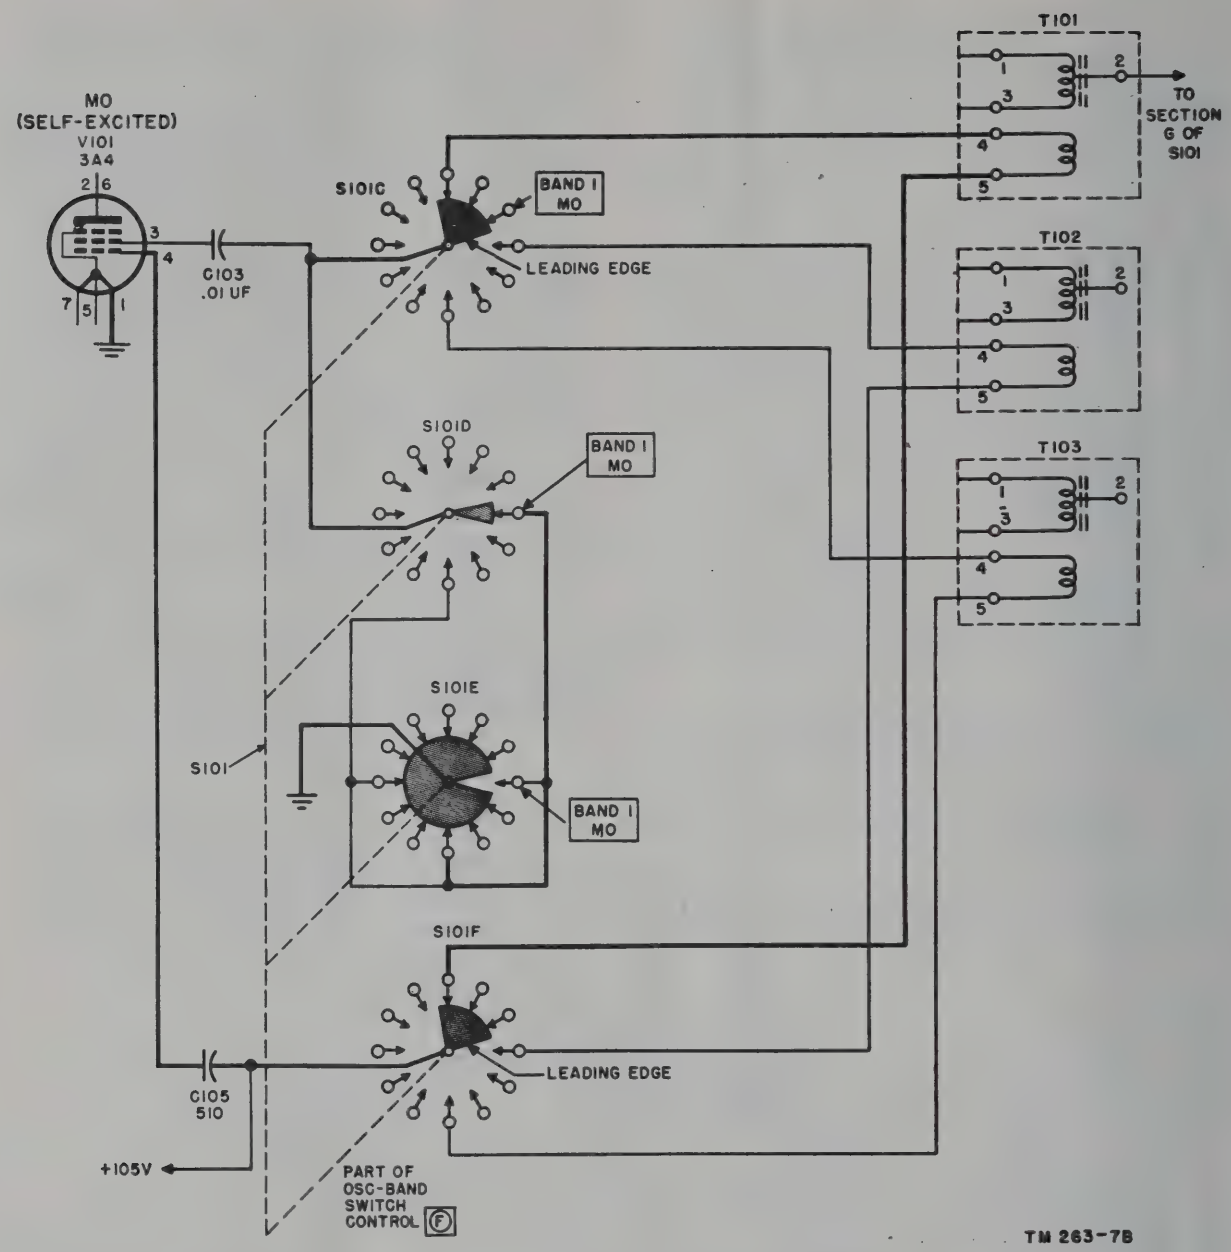

Figure 72. Mo (self-excited), switch sections S101C, S101D, S101E, and S101F, simplified schematic diagram.
(3) *Switch section S101C* (fig. 72). Section C of S101 selects the proper grid circuit coil for the frequency selected. This is done in conjunction with switch sections S101D, S101E, and S-101F which connect the coil selected to the grid by capacitor C105. Since the entire bank of switches is ganged, the grid coil is automatically connected to the grid circuit. By following the weighted line, starting at the control grid of V101, the entire grid circuit path may be traced through the various switches.
(4) *Switch section S101D* (fig. 72). Section D of S101 connects the bottom (cold) end of the grid coil to ground through section E, as shown in the figure.
(5) *Switch section S101E* (fig. 72). The rotor of section E is permanently connected to ground and serves as the actual ground connection for the coil selected.
(6) *Switch section S101F* (fig. 72). Section F of S101 connects the selected coil to the grid of tube V101 through capacitor C105.